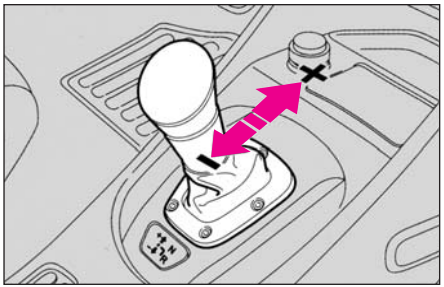

fig.128
- pentru a schimba cu o treaptă mai mare (**+**) (**fig. 128**) împingeţi levierul în față (dacă mașina e în treapta 1 va trece în 2, dacă e în 2 va trece în 3 și tot așa până la treapta 5 de viteză).
- pentru a schimba cu o viteză inferioară (**-**) (**fig. 128**), împingeţi levierul în spate (dacă mașina e în treapta 5 de viteză va trece în 4, dacă e în 4 va trece în 3 și tot așa până la treapta 1 de viteză).